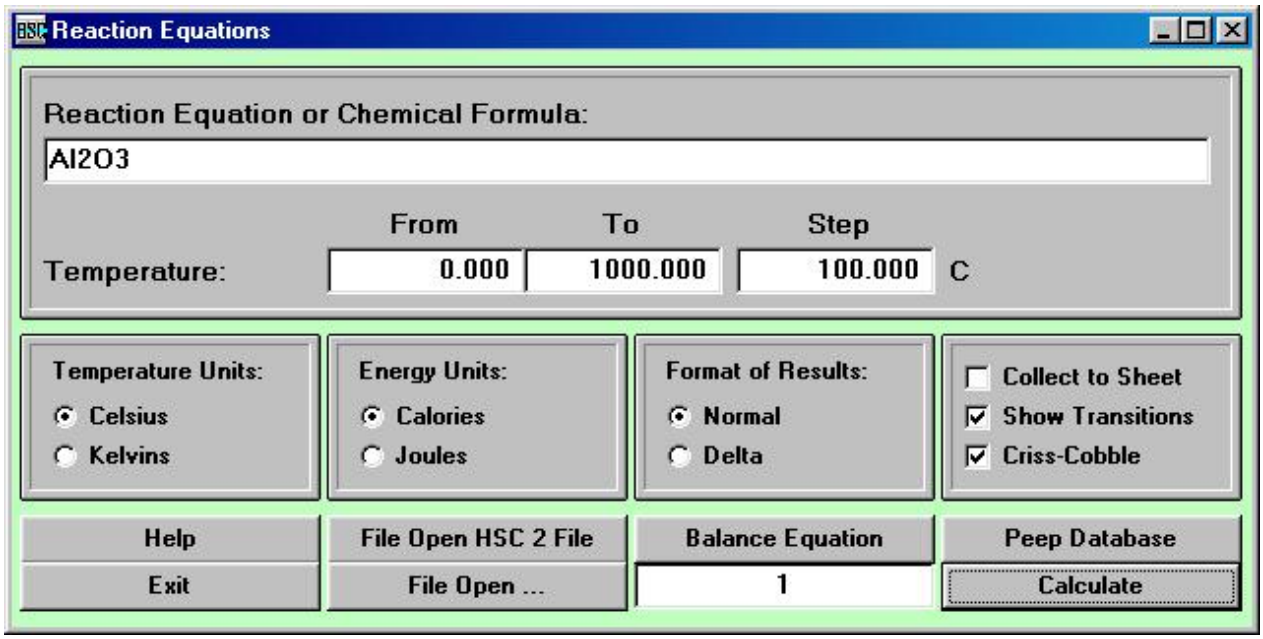

Fig. 1. Reaction Equations Window of HSC Chemistry.
Clicking the **Reaction Equations** button in the main menu shows the Reaction Equations Window, see Fig. 1. With this calculation option you can calculate the heat capacity, enthalpy, entropy and Gibbs energy values of a single species as well as of specified reactions between pure substances.
1. Write a chemical formula into the box, Fig. 1.
9. Press **Print** to print the results, see Fig. 2. Note that you can collect several sets of results in the same sheet if you have selected the **Collect to Sheet** option in Fig. 1. You can clear the whole sheet by pressing **Clear**.
11. If you want to save the formula and results in an ASCII-file press **Save**, see Fig. 2. You can read these files back to the Reaction module using **File Open**, see Fig. 1. Note that **Save** saves all the selections in Fig. 1, so you can return these using **File Open**. The **File Open HSC 2 File** button reads only old HSC 2.0 files which return only formula, but not the selections nor temperature range.
Note 1. You can easily check the basic data from the database, which has been used in the reaction module calculations. In Fig. 1 select the formula in the Reaction Equation box and press **Peep Database**. The same procedure can be found in Fig. 2 by pressing the right mouse button or selecting **Edit** from the menu.